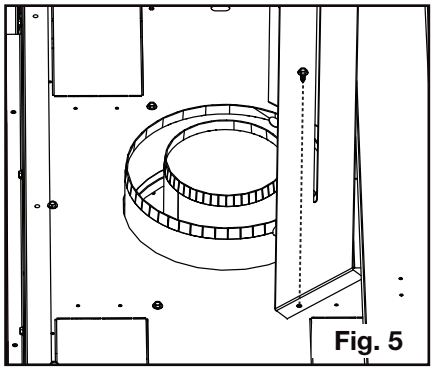

Fig. 5
5. Utilisez les attaches à l'étape 4 pour fixer le bouclier d'évent sur l'appareil **(Figure 5).**